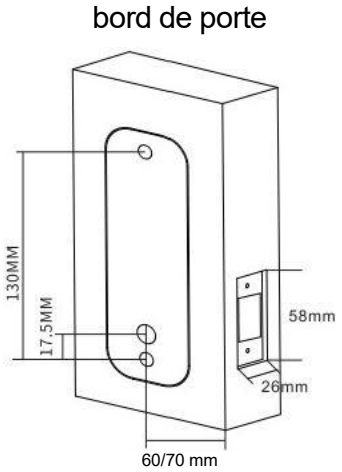

FIG1
1) Positionnez et fixez correctement le gabarit (gabarit produit modèle 209) sur le surface de la porte intérieure Hauteur requise par rapport au sol. Assurez-vous que le gabarit d'alignement de bord de porte pertinent et marqué soit correctement aligné avec le porte réelle bord.(voir figure 1)